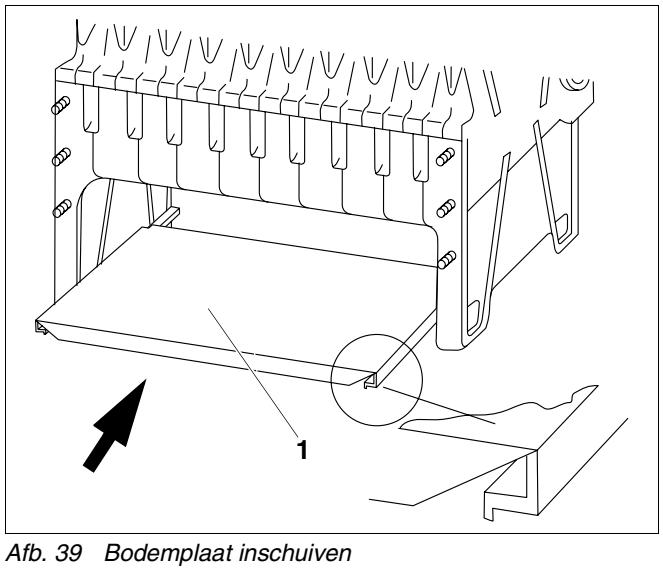

Afb. 39 Bodemplaat inschuiven
- Schuif de bodemplaat (afb. 39, **pos. 1**) in de vuurhaard; open zijde naar onder.